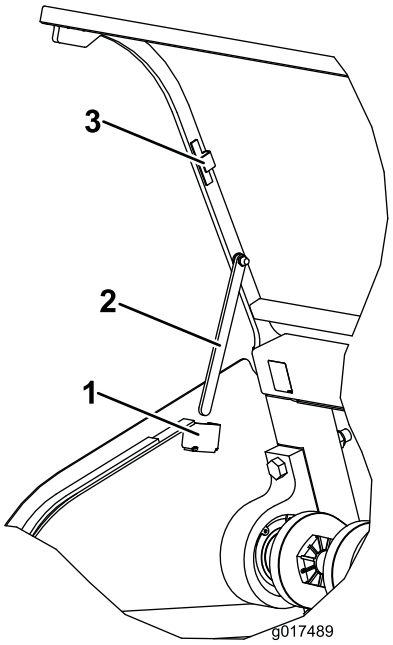

Figur 34
3. Fäll ned stöttorna från de magnetiska förvaringsfästena och infoga dem i sina fästen på bägge sidor av huven (Figur 34).